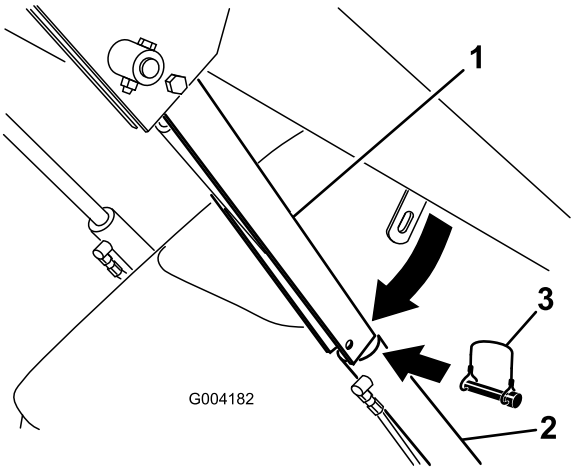

Figuur 18
4. Verwijder de lynchpen waarmee de cilindervergrendeling aan de arm van de lader is bevestigd (Figuur 18).
5. Breng de cilindervergrendeling omlaag over de cilinderstang en bevestig deze met de lynchpen (Figuur 18).